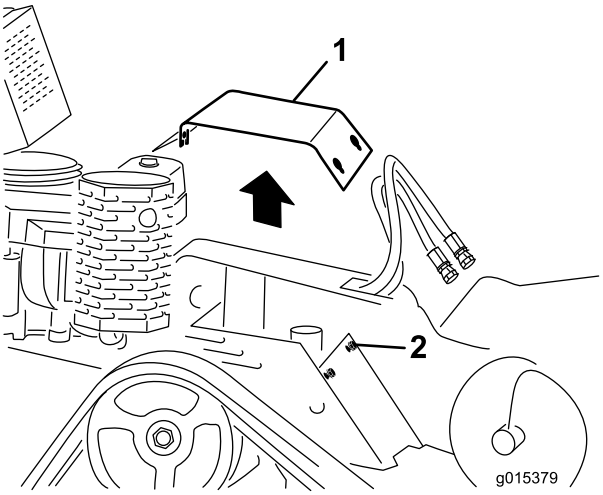

Figur 25
3. Lossa en i taget av de 3 skruvarna som fäster skyddsplåten på ramen tills plåten är lös (Figur 25).
2. Skjut skyddsplåten på plats och fäst den med de 3 bultar som du lossade tidigare (Figur 25).